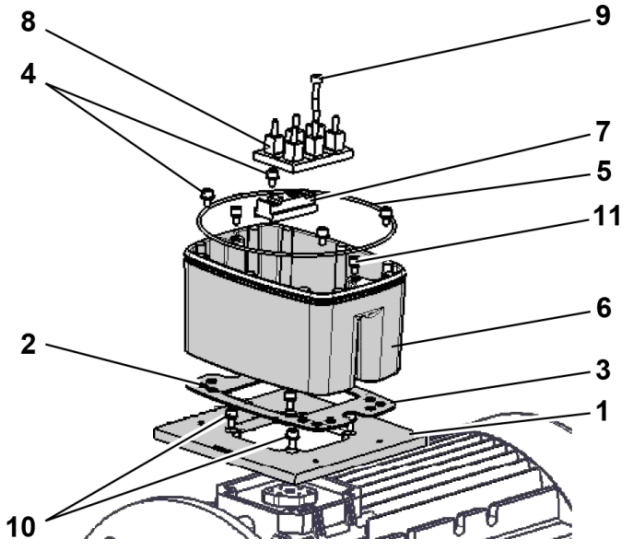

Fig. 11 Assembly sequence:
8. Attach the motor wires in the correct circuit, see also Fig. 11 (torque: 5.0 Nm).